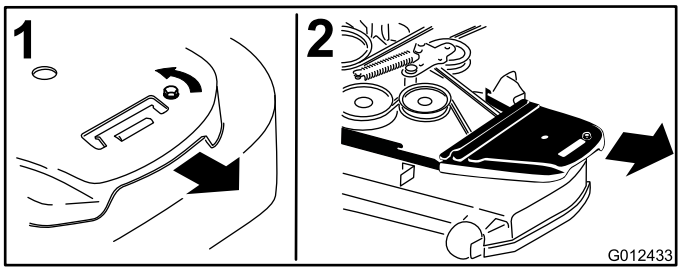

Figuur 72
4. Verwijder de drijfriemkappen en de bijbehorende bouten (Figuur 72).